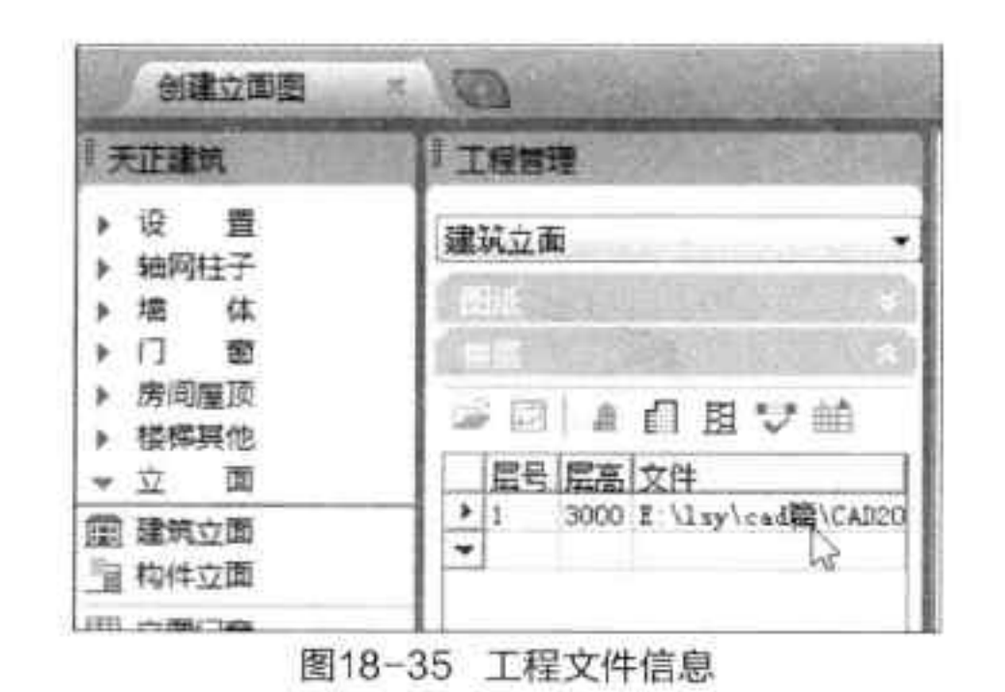

图18-35 工程文件信息
Step 07 此时，在“工程管理”窗格中，会自动显示出该图纸的“层高”及“文件位置”信息，如图 18-35 所示。